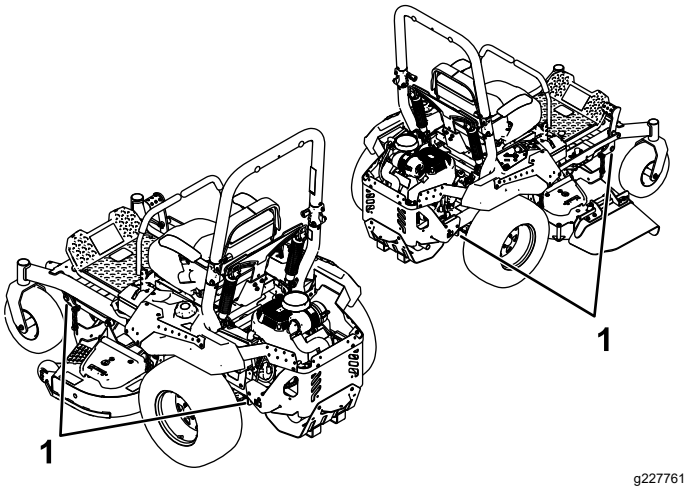

Figur 36
6. Bind fast maskinen nära de främre svänghjulen och den bakre stötdämparen med remmar, kedjor, kablar eller rep (Figur 36). Kontrollera vilka lokala bestämmelser som gäller för transport på släp.